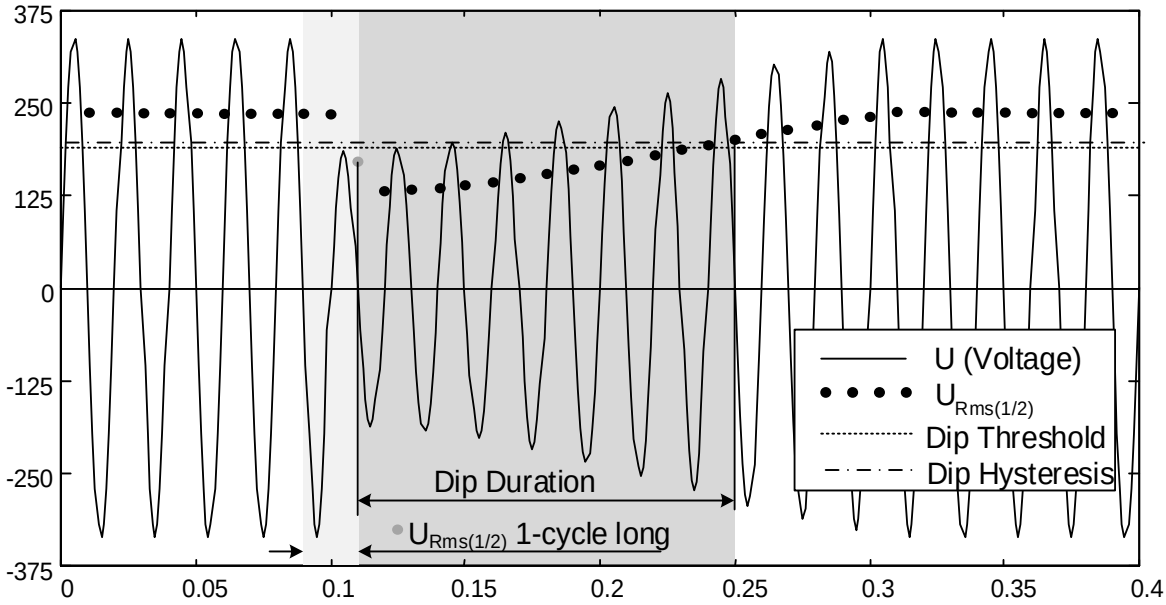
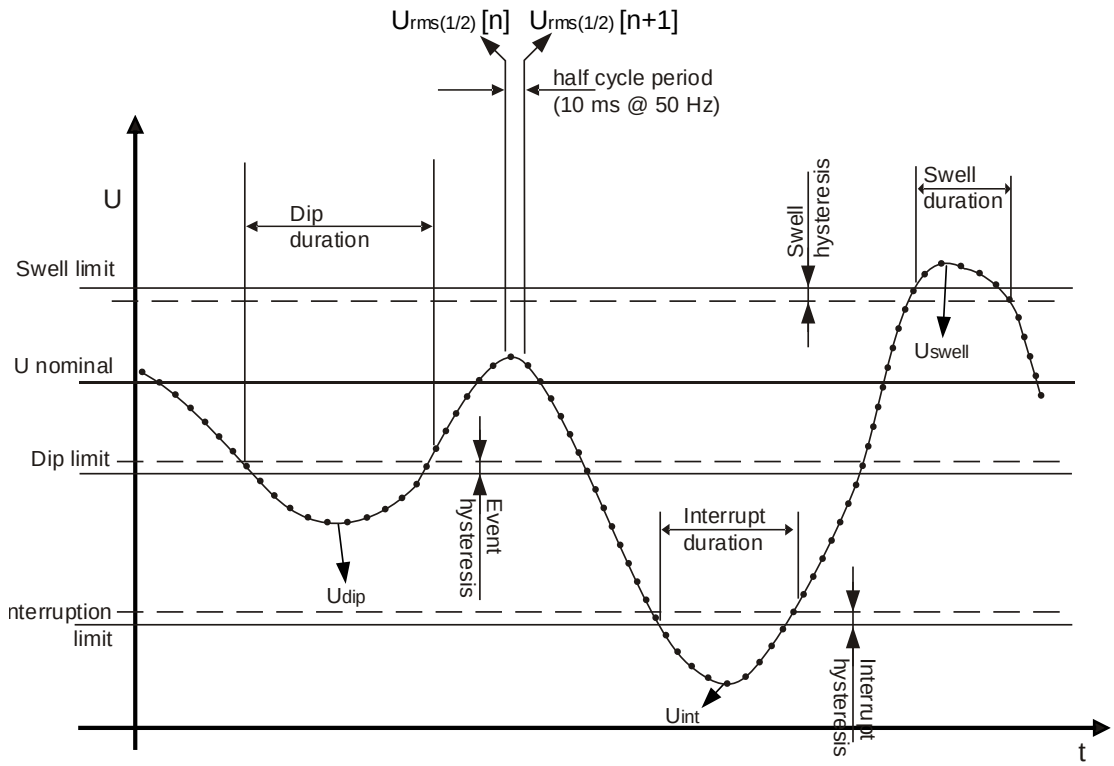

Figure 5.11:$U_{Rms(1/2)}$ 1-cycle measurement
Figure 5.12 Voltage events definition
- On single-phase system (Connection type: 1W), a voltage dip begins when the $U_{Rms(1/2)}$ voltage falls below the dip threshold, and ends when the $U_{Rms(1/2)}$ voltage is equal to or above the dip threshold plus the hysteresis voltage (*see Figure 5.12 and* Figure 5.11),.
- On single-phase system (Connection type: 1W) , a voltage swell begins when the $U_{Rms(1/2)}$ voltage rises above the swell threshold, and ends when the $U_{Rms(1/2)}$ voltage is equal to or below the swell threshold plus the hysteresis voltage (*see Figure 5.12 and* Figure 5.11),
- On single-phase system (1W), a voltage interruption begins when the $U_{Rms(1/2)}$ voltage falls below the voltage interruption threshold and ends when the $U_{Rms(1/2)}$ value is equal to, or greater than, the voltage interruption threshold plus the hysteresis (*see Figure 5.12 and* Figure 5.11),